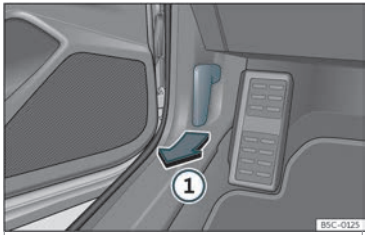

Abb. 183 Entriegelungshebel im Fahrerfußraum.
- Öffnen Sie die Tür und ziehen Sie an dem Hebel unterhalb der Instrumententafel ››› **Abb. 183** ①.